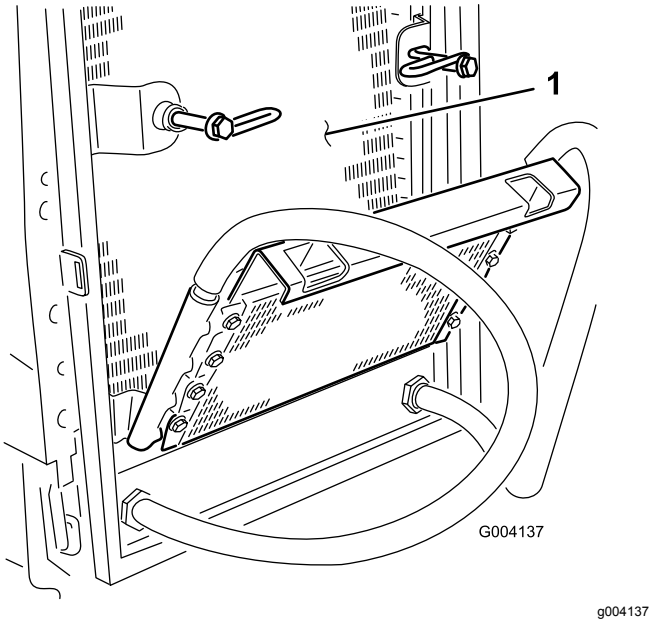

Figuur 64
6. Reinig beide zijden van de oliekoeler en de radiateur grondig Figuur 64) met perslucht.